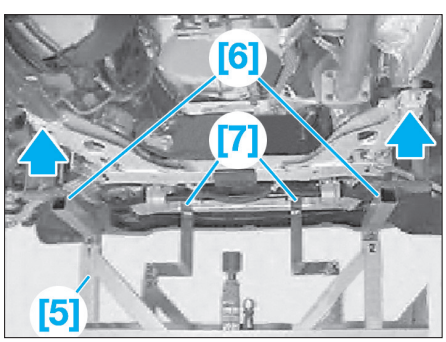

Fig. 23
- [5]. Embase-support pour la dépose/repose du berceau (réf BMW : 00 2 040) **(Fig.23)**.
• Poser l'outil [5] sur le cric d'atelier **(Fig.23)**.